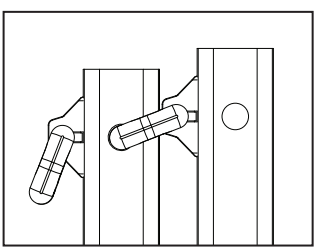
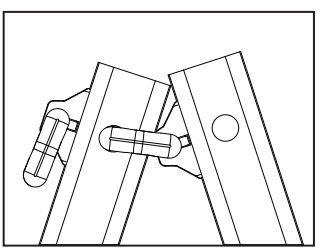

Figure 6
Figure 7
4) Lower the outer ladder section with the disengaged “J” locks (See Figure 6) while spreading the two sections apart to form the second trestle required for the scaffold position. See Figure 7.